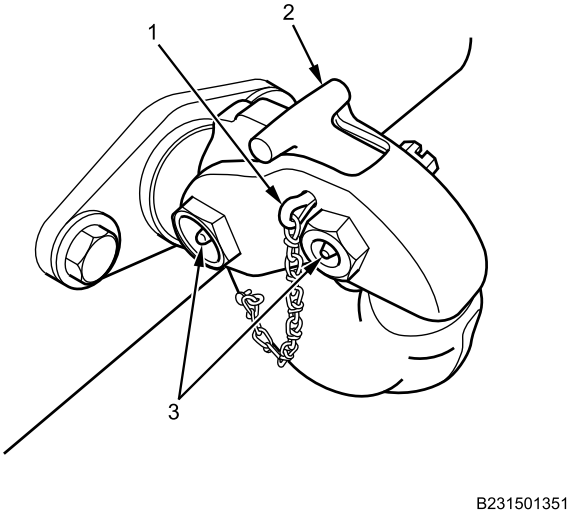

Figure 11. Left Side View of Towing Pintle Hook.
7. Install cotter pin (Figure 11, Item 1) in order to secure release handle (Figure 11, Item 2) in locked position.
8. Apply grease to two lubrication fittings (Figure 11, Item 3) until grease is pushed out sides of bolts.